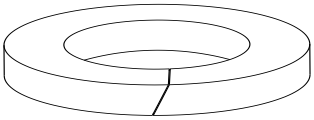

Figure 5 Packing cut（45° cut）
3. Use the new graphite packing ring around a round bar (its diameter is similar to stem diameter), then use knife to cut the packing ring (see figure 5).